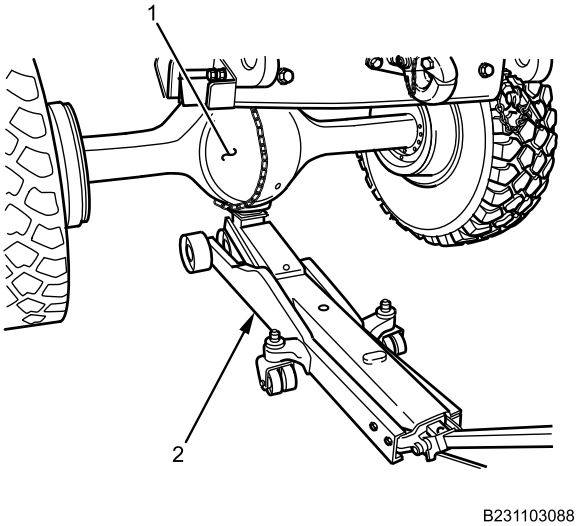

Figure 15. Rear Axle Assembly Removal.
22. Using 20-ton floor jack (Figure 15, Item 2), slowly lower rear axle assembly (Figure 15, Item 1) until rear tires are completely on ground.
23. Using two assistants, roll out rear axle assembly (Figure 15, Item 1) from vehicle on tires, maintaining pressure on rear axle assembly with 20-ton floor jack (Figure 15, Item 2).